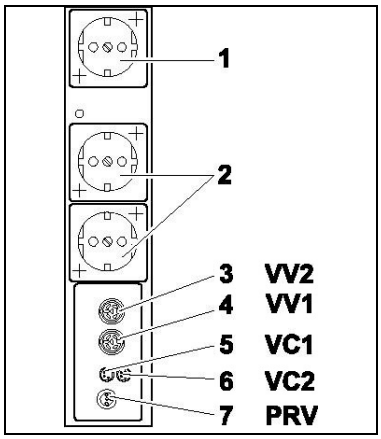

Abb. 10: Anschlüsse Steuereinheit
1. Die Signalbuchse des Vakuum-Controllers und den Anschluss VC1 (Abb. 10/**5**) der Steuereinheit mit mitgeliefertem Kabel verbinden.
2. Stecker des Kühlmittelventils in die Buchse VV1 (siehe Abb. 10/**4**) des Vakuum-Controllers stecken.